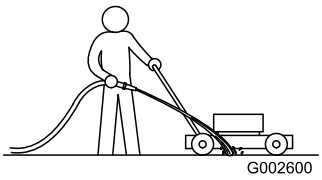

Figur 26
1. Spruta en vattenstråle framför det **högra** bakhjulet medan motorn är igång och gräsklipparen befinner sig på en plan stenbelagd yta (Figur 26).